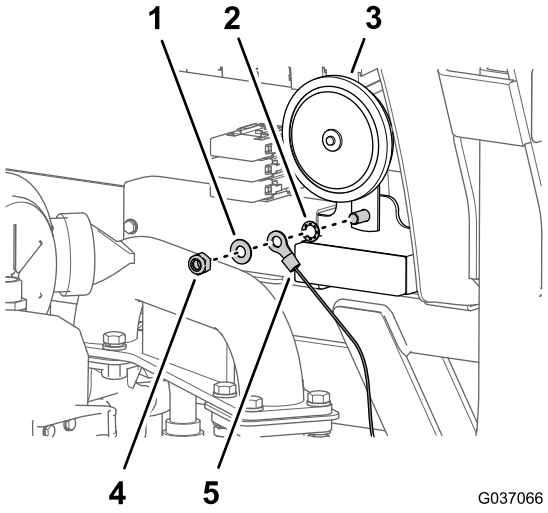

Figure 33
1. At the back side of the bulkhead, remove the locknut, washer that secure the horn to the that secures the horn to electrical plate (Figure 33).
2. Assemble the locknut, washer, and ring terminal of the relay harness, and lock washer onto the bolt as shown in Figure 33, and torque the nut and bolt to 23 to 29 N·m (17 to 21 ft-lb).